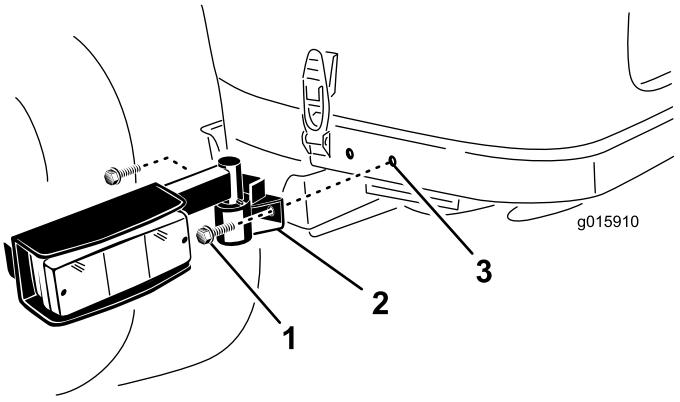

Figure 9
1. Using the mounting holes to the rear of the hood latches, secure a lamp assembly to each side of the rear frame with (2) 3/8 x 3/4 inch washer head screws (Figure 9). If the mounting holes are not in the rear frame, process to the next step